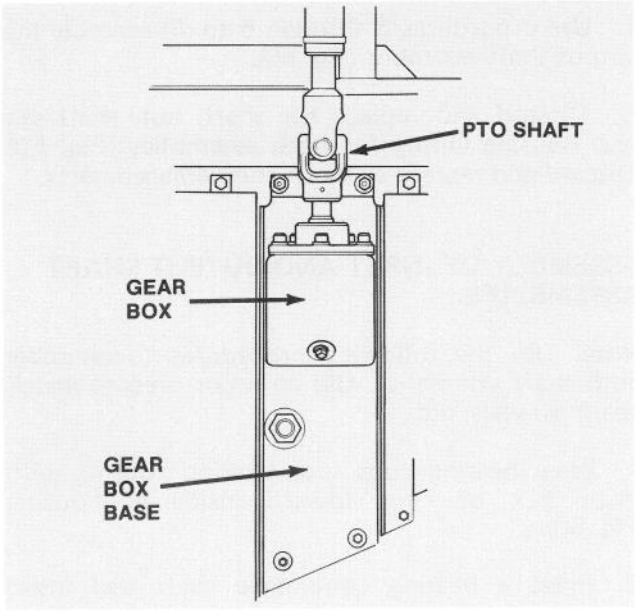

Figure 48
4. Remove four bolts, washers and nuts securing gear box base to top of cutting unit (Fig. 48). Slide gear box and base forward until PTO shaft separates. Place gear box base assembly on workbench.
7. Slide PTO shaft into PTO tube. Loop belt around gear box pulley and mount gear box base on top of cutting unit with four carriage bolts, lockwashers and nuts (Fig. 48).